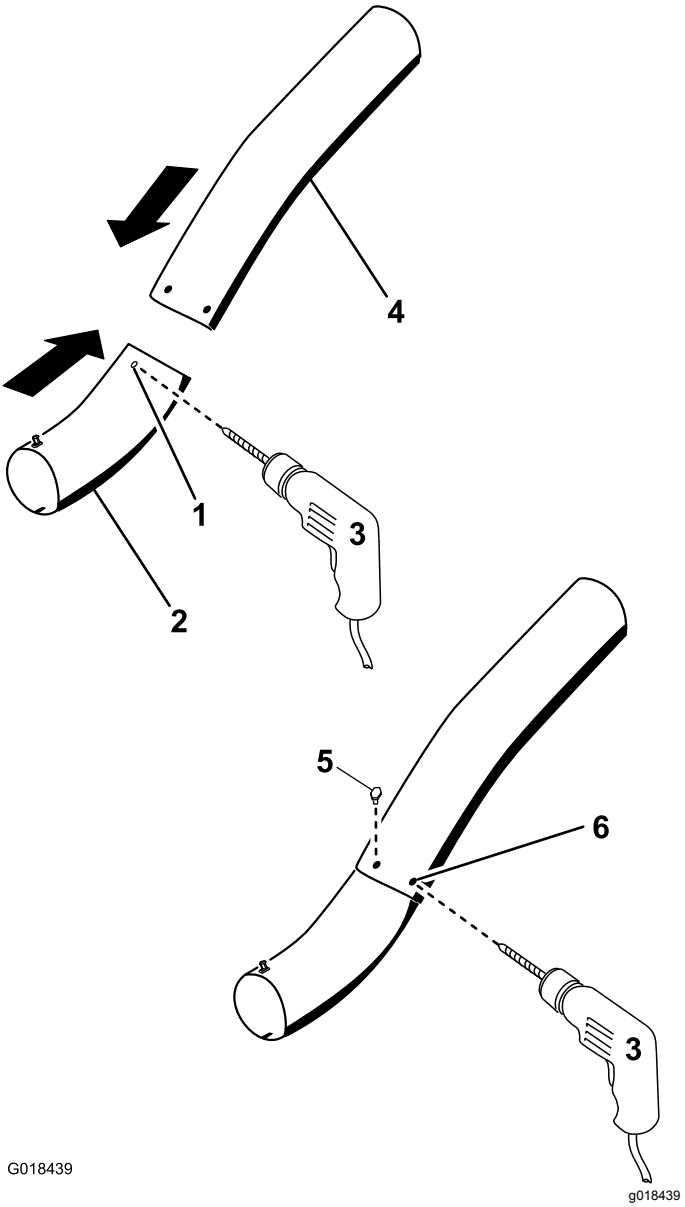

Bild 31
13. Verwenden Sie die vorhandenen Löcher im oberen Rohr als Schablone und bohren Sie zwei Löcher (Durchmesser von 6,5 mm) durch die Vertiefungen im unteren Rohr (Bild 31).
16. Legen Sie die Scheiben (¼") auf die Schrauben (Bild 31).
Innenseite des unteren Rohrs und durch die vorhandenen Löcher im oberen Rohr ein (Bild 31).
18. Schrauben Sie die Rohre mit den Muttern (¼") zusammen, wie in Bild 31 abgebildet.